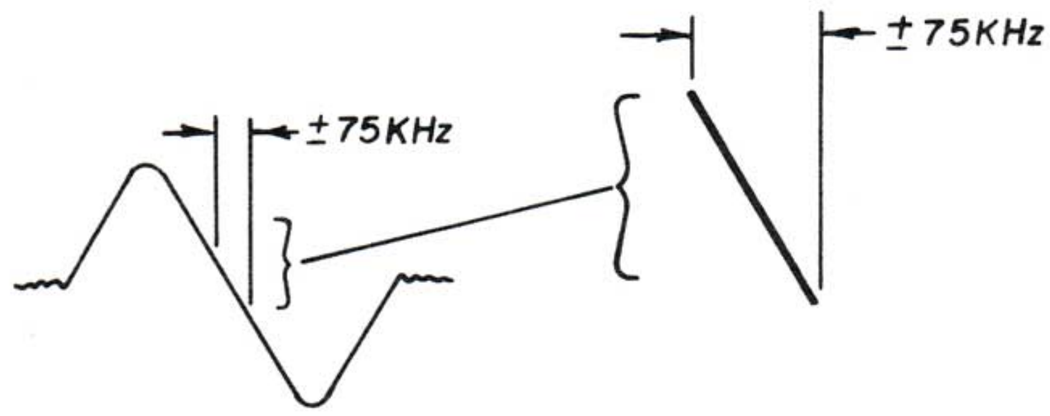

Figure 7
5. DETECTOR ALIGNMENT USING OSCILLOSCOPE: To align the FM Detector, leave the FM Generator connected as in Step 1, and move the oscilloscope lead to the REC output jack on the rear panel. Reduce the modulation to ±75KHz. Adjust the top core of the detector transformer [T201] for 0 DC reading on a voltmeter connected across C222 or connect direct to the 4-Channel output jack. The bottom core of the transformer [T201] is adjusted for best gain and linearity as observed on the oscilloscope [see Figure 7]. Recheck the voltmeter 0 voltage reading and readjust the top core again, if necessary.